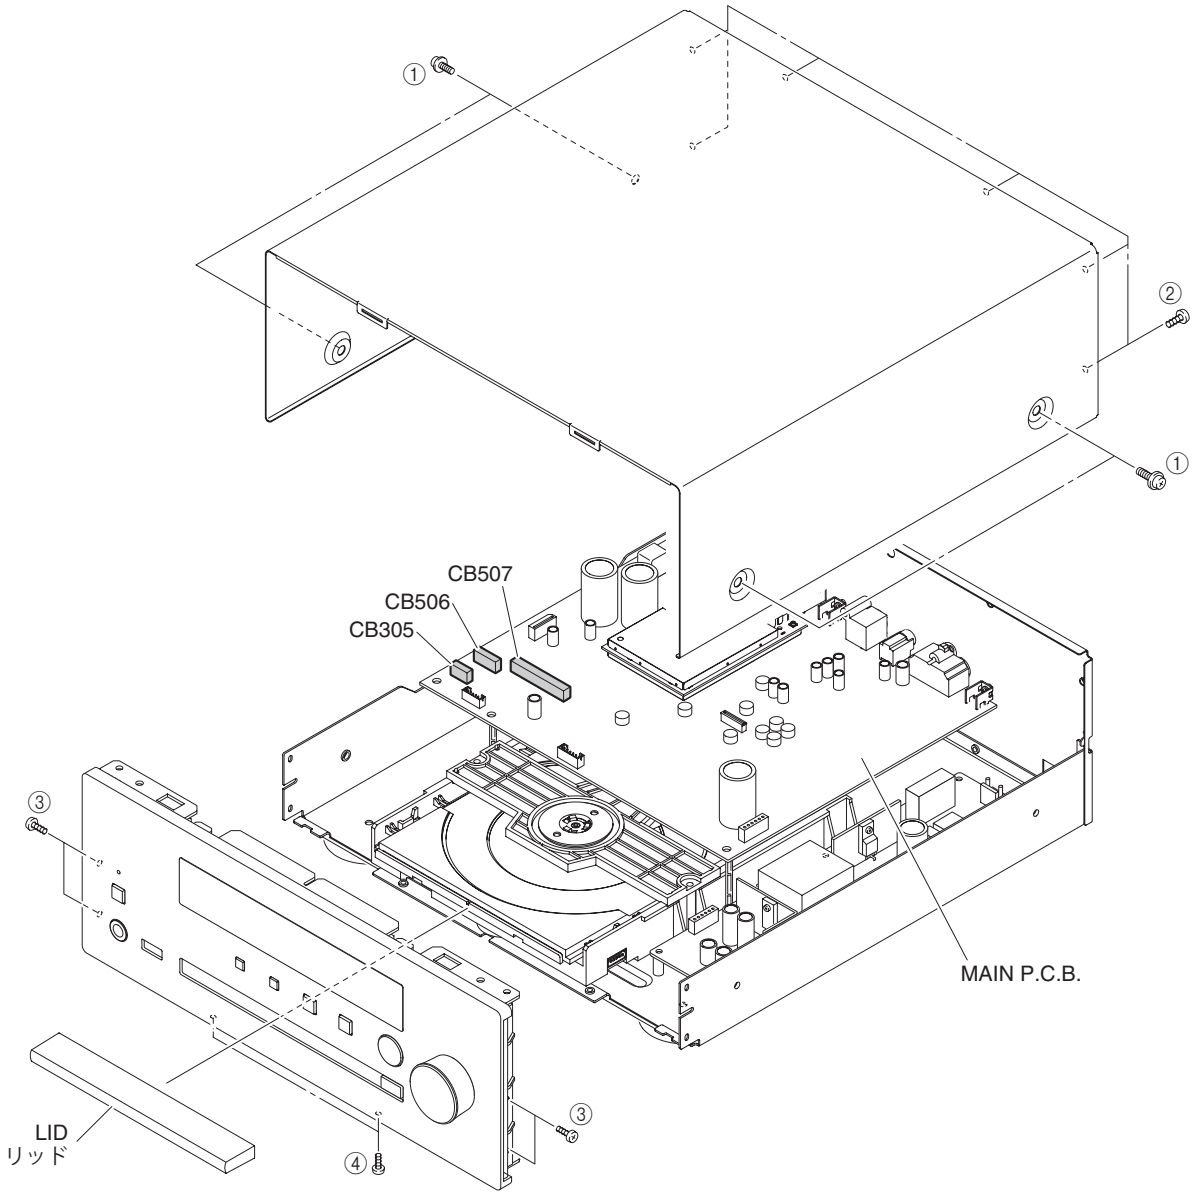

Fig. 1
1. Removal of Top Cover and Front Panel Unit (Fig. 1)
a. Remove 4 screws ① and 6 screws ② .
d. Remove 4 screws ③ and 2 screws ④ .
1. トップカバー、フロントパネルユニットの外し方（Fig. 1）
a. ①のネジ 4 本、②のネジ 6 本を外します。
d. ③のネジ 4 本、④のネジ 2 本を外します。